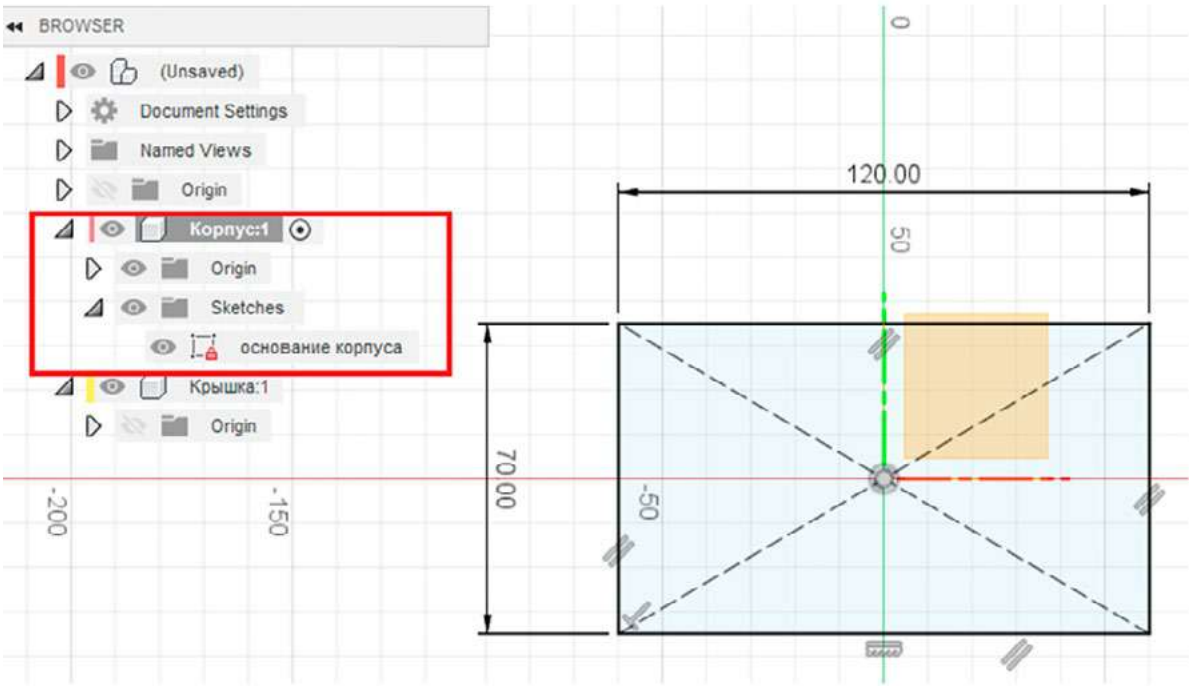

Рис. 10. Эскиз
3. Выделите компонент «Корпус» и создайте внутри этого компонента эскиз в плоскости XY. На эскизе нарисуйте прямоугольник размером 70*120 мм (рис. 10). Завершите редактирование эскиза.